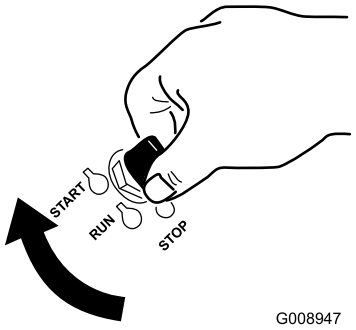

**Figur 14**
1. Drej tændingsnøglen til positionen Start (Figur 14). Slip nøglen, når motorerne starter.
7. Drej tændingsnøglen til positionen Start (Figur 14). Slip nøglen, når motorerne starter.